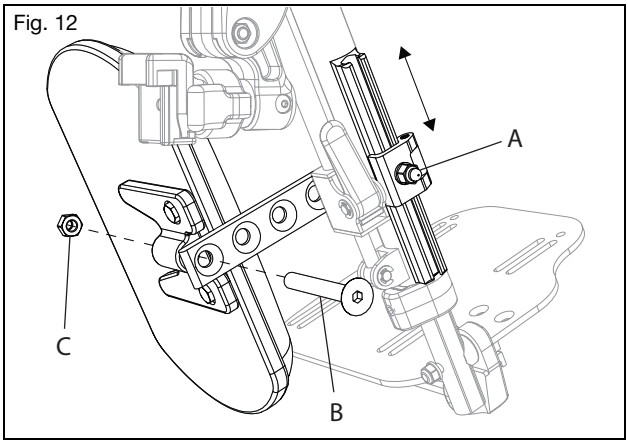

Fig. 12
a. Afloje la tuerca (Fig. 12:A) usando una llave de 10mm.
a. Quite el tornillo (Fig. 12:B) y la tuerca (Fig. 12:C) en el brazo de la pantorrillera con una llave Allen de 5mm y una llave de 13mm.